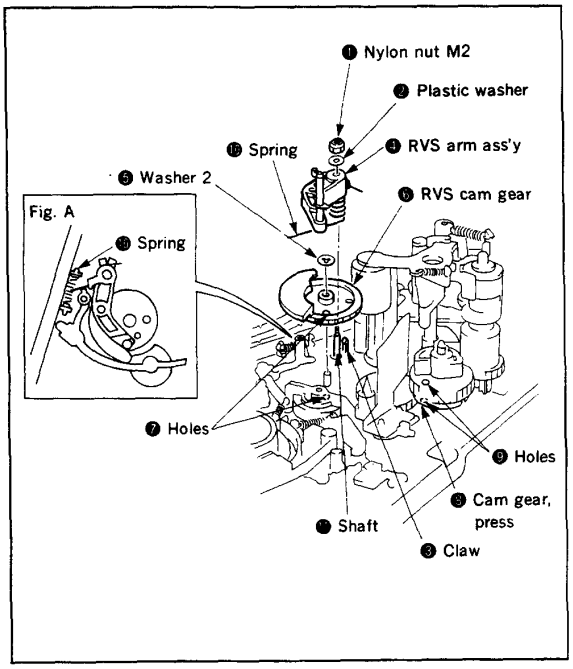

Fig. 3-14.
3-8. RVS ARM ASS'Y AND RVS CAM GEAR (Fig. 3-14)
1) Remove the reel lock release ass'y. (Refer to Fig. 3-14.)
2) Disengage the three claws marked ❶ and the claw marked ❷, then remove the tension regulator band ass'y ❸.
3) Unhook the end of the spring ❹ from the chassis.
4) Disengage the claw ❺, then pull out the tension regulator arm ass'y ❻.